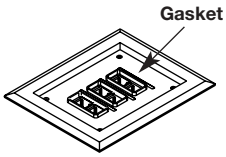

Figure 5
4. Place the gasket on top of the bezel so that openings in the gasket align with the top of the inserts.(see Figure 5).